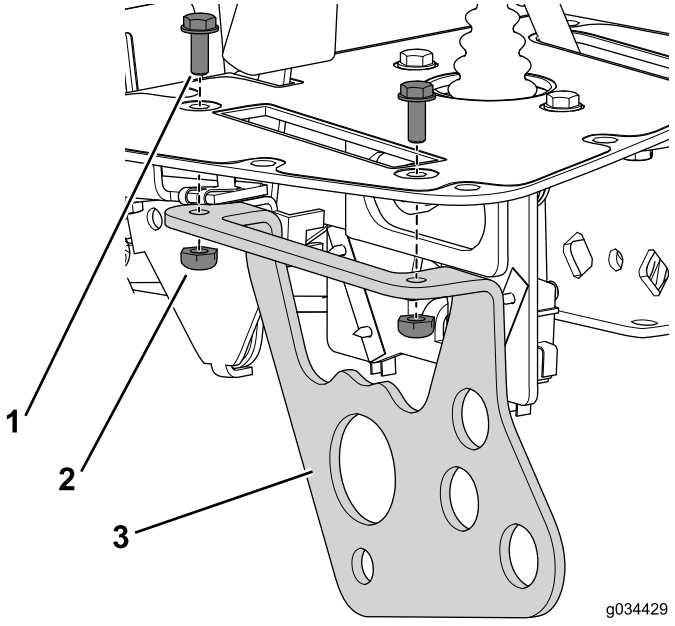

Figur 21
1. Brug bolten (nr. 10 x 1/2 tomme) og låsemøtrikken til at fastgøre funktionhåndtagets beslag til konsollen (Figur 21).